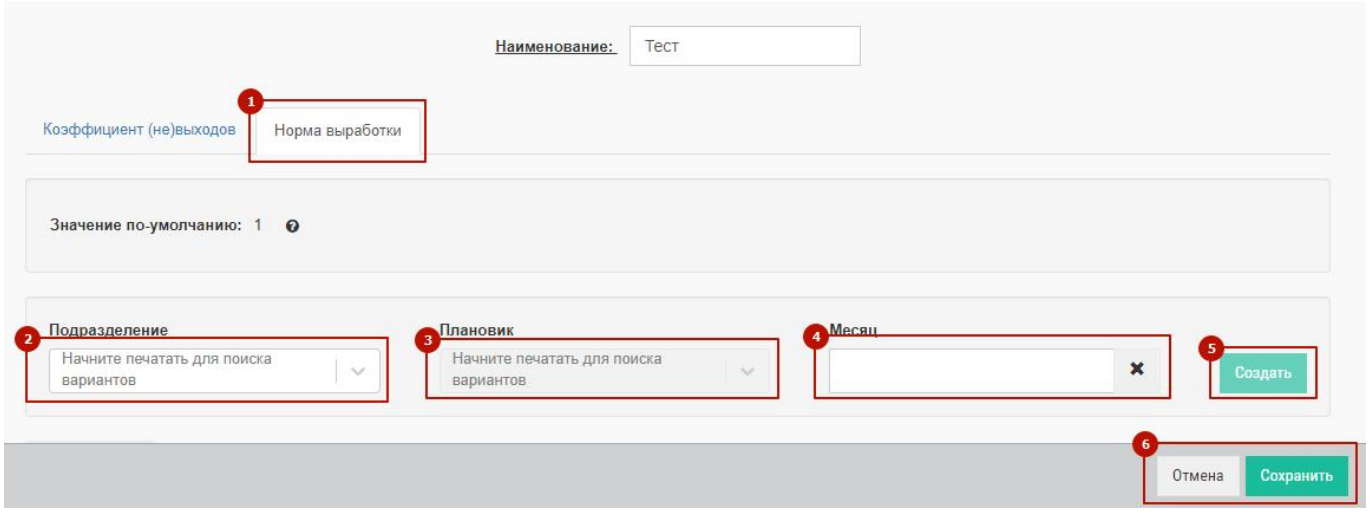

Рис. 49 – Создание изменения по профессиям, коэффициент выработки
- Для изменения коэффициента норм выработки (по умолчанию равен 1) нужно перейти на вкладку «Норма выработки». Затем в советующих полях выбрать подразделение, выбрать профессию, выбрать месяц и нажать кнопку «Создать» (1 + 2 + 3 + 4 + 5 на Рис. 49)
- Для завершения создания изменения необходимо нажать на кнопку «Сохранить», для отмены создания нажать, соответственно, на кнопку «Отмена» (6 на Рис. 49).